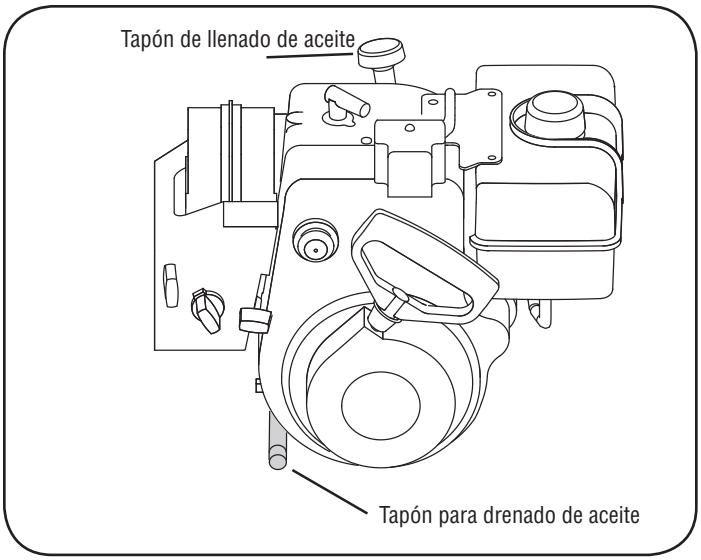

Figura 6
- Cambie el aceite después de las dos (2) primeras horas de operación y después de cada 25 horas de operación.
1. Localice el tapón de drenaje del aceite. Vea la figura 6.
3. Limpie el área alrededor del tapón de drenaje del aceite. Vea la figura 6.